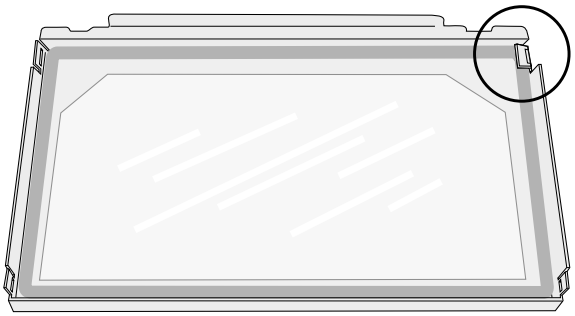

Figure 16.3. Bend retainer tabs only enough to remove the glass panel.
2. Place the gasketed glass within the frame and carefully bend each of the retainer tabs back just enough to secure the glass in the frame. See fig. 16.3. The replacement glass kit 157912 includes 4 compression clips for use in case a tab should break. The clips slip over the edge of the frame sides.